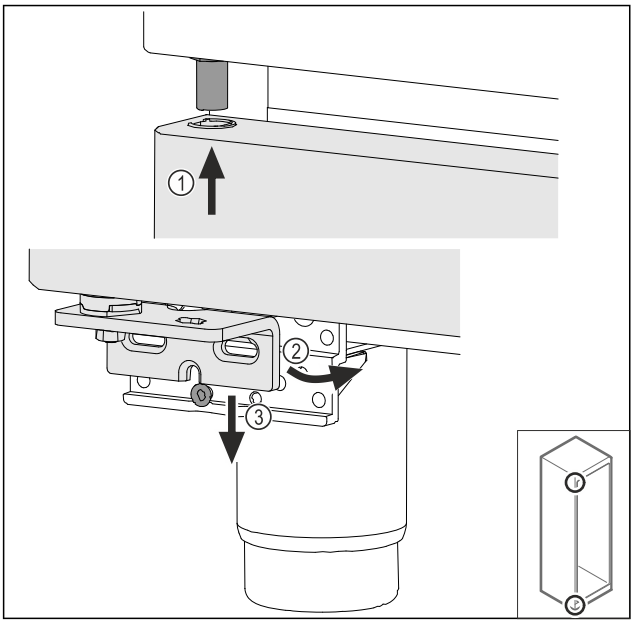

Fig. 37
▶ Așezați pe traseu ușa ușor basculată sus *Fig. 37 (1)*, aliniați dreaptă ușa *Fig. 37 (2)* și așezați jos pe șurubul suportului de lagăr *Fig. 37 (3)*.